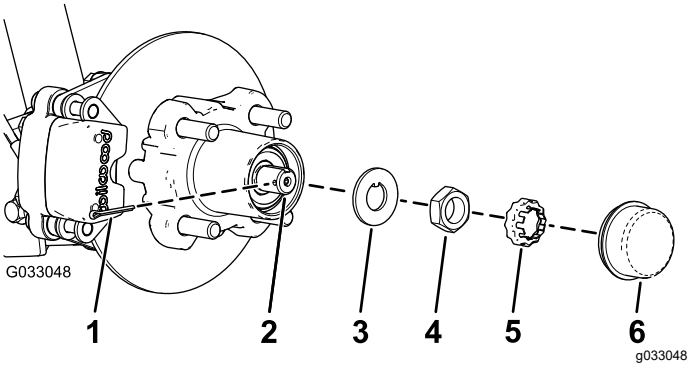
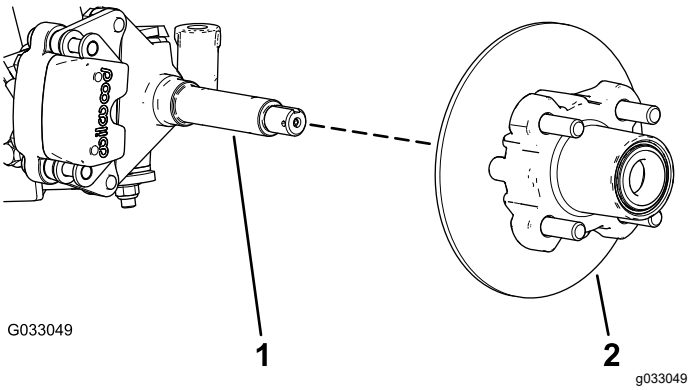

Figuur 28
Figuur 29
4. Verwijder de stofkap van de naaf (Figuur 28).
5. Verwijder de borgpen en de moerzekering van de as en de asmoer (Figuur 28).
6. Verwijder de asmoer van de as, en verwijder de naaf en de rotor van de as (Figuur 28 en Figuur 29).